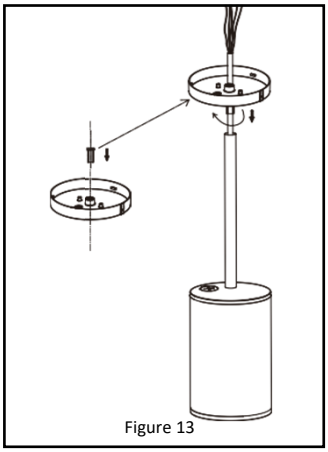

Figure 13
4. Thread the wires through the hexagonal hollow nut and attach the mounting plate to the last pole. ***See Figure 13.***